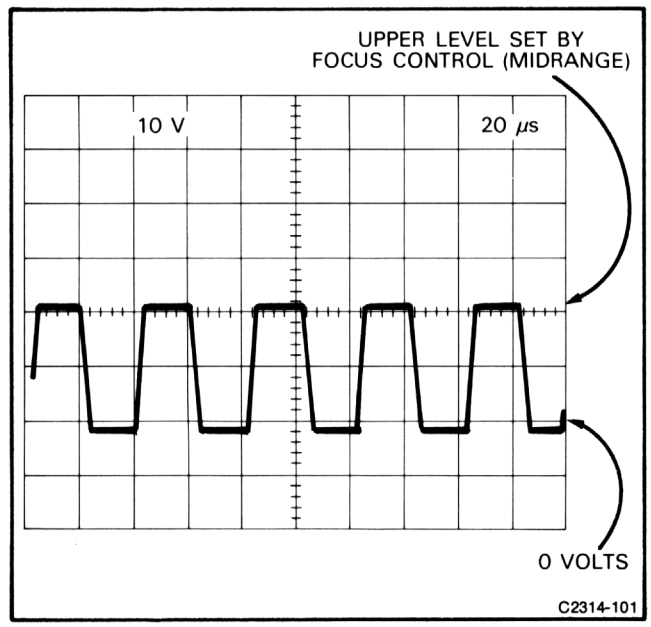

**Figure 4-9. Typical waveform at junction of R1814 and CR1816 on the A22 High Voltage Board.**
1. Check that the waveform at the junction of R1814 and CR1816 is similar to that shown in Figure 4-9.
e. If the waveform is not as shown in Figure 4-9 and the dc level is above ground with the FOCUS control at midrange, check diode CR1818 or CR1819 for a short.
f. If the waveform is not as shown in Figure 4-9, the Focus Grid DC Restorer may not be receiving drive signal from the high voltage transformer. Check resistors A22R1788, A22R1789, A22R1813, and A22R1814.